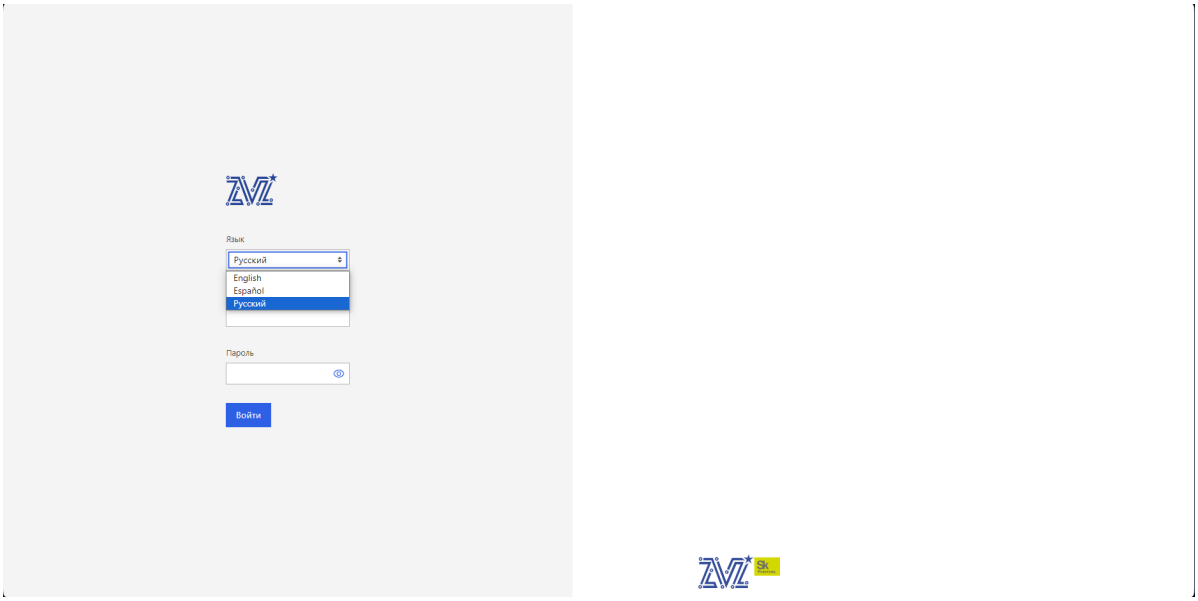

Рис. 77. Окно «Журнал событий»
1) Подключитесь в BMC-консоль оборудования (Журнал событий Altair Z). Во вкладке «Язык» выберете «Русский». Окно показано на рис. 77 Окно «Журнал событий»